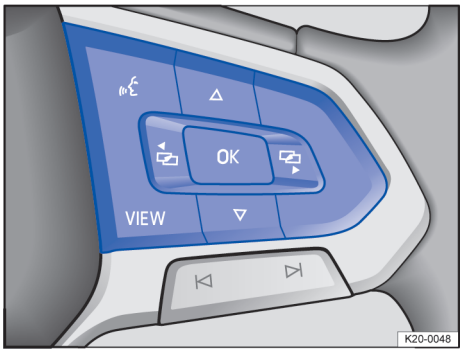

Fig. 13 Côté droit du volant multifonction : touches de commande des menus et des informations sur le combiné des instruments
che OK → fig. 13 sur le volant multifonction.
2. En cas d'affichage d'un message ou du pictogramme du véhicule, appuyez sur la touche OK → fig. 13, plusieurs fois si nécessaire.
3. Pour afficher un menu ou le parcourir, appuyez sur la touche ⊟ ou ⊞ → fig. 13.
4. Pour accéder au menu affiché ou au message d'information, appuyez sur la touche OK → fig. 13 ou attendez que le menu ou le message d'information s'ouvre automatiquement après quelques secondes.
1. Appuyez sur la touche fléchée △ ou ▽ jusqu'à ce que l'option souhaitée soit sélectionnée dans le menu affiché → fig. 13.
2. Appuyez sur la touche OK → fig. 13 pour effectuer les modifications souhaitées.
1. Appuyez sur la touche ⊟ ou ⊞ → fig. 13.
— Pour commuter entre le menu actuel et le menu précédent, appuyez sur la touche VIEW → fig. 13, → page 26.